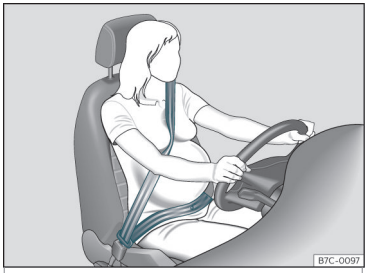

Fig. 12 Colocación de la banda del cinturón en el caso de mujeres embarazadas.
En el caso de **mujeres embarazadas**, el cinturón de seguridad debe pasar de forma uniforme sobre el pecho y lo más bajo posible por la zona pélvica con la banda plana para que no se presione el vientre; además, debe utilizarse durante todo el embarazo ››› **fig. 12**.
- **En el caso de mujeres embarazadas, la banda abdominal del cinturón de seguridad debe pasar lo más bajo posible por delante de la zona pélvica, apoyado en plano y "rodeando" el vientre›››** **fig. 12**.